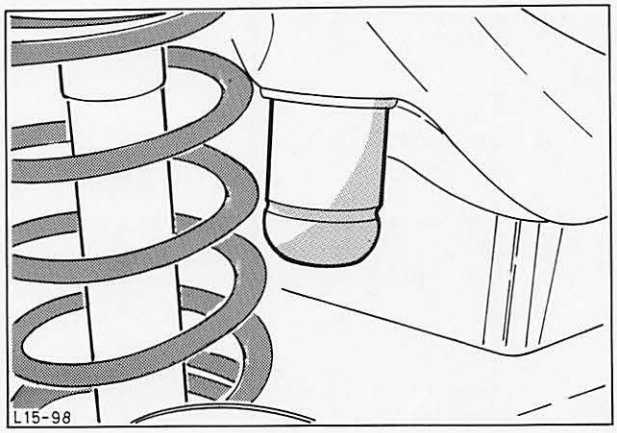

Abb. 154 Anschlagpuffer – Hinterachse
2. Aufnahmeöffnung des neuen Puffers mit einem Gleitmittel einreiben und auf den Zapfen drücken, Abb. 154.